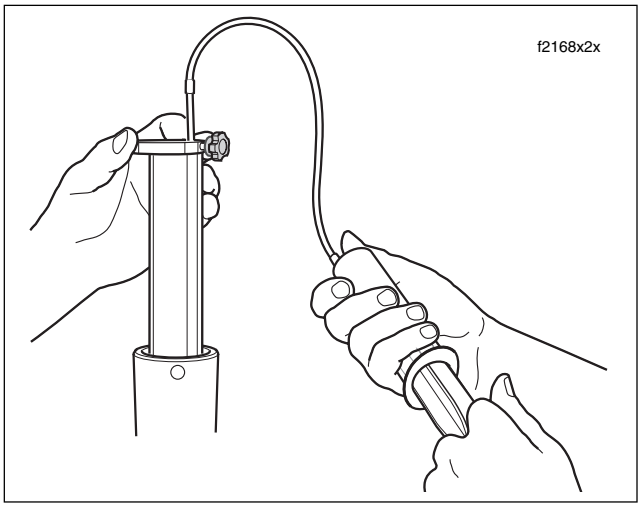

Figure 2-80. Remove Excess Fork Oil
i. With the fork tube bottomed in the fork slider, insert rod until metal ring rests flat on top of fork tube. See Figure 2-80.
f. With the fork tube bottomed in the fork slider, insert rod until metal ring rests flat on top of fork tube. See Figure 2-80.